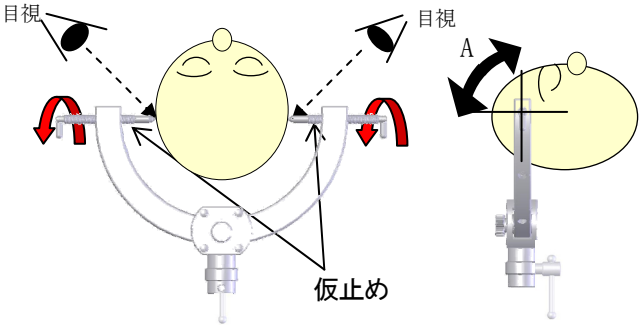

図 1-1　　図 1-2
① 介助者が患者の頭を支え､滅菌したスクリューピン(ヘッドピン)で仮止めします。(図 1-1)頭蓋骨の硬さには､個人差があります。仮止めするときには､スクリューピンの先端部を目視確認しながら注意して固定作業を行って下さい。仮止め状態で患者頭部が、矢印 A(図 1-2)のように、スクリューピンを中心軸にして患者の頭が動くことを確認して下さい。